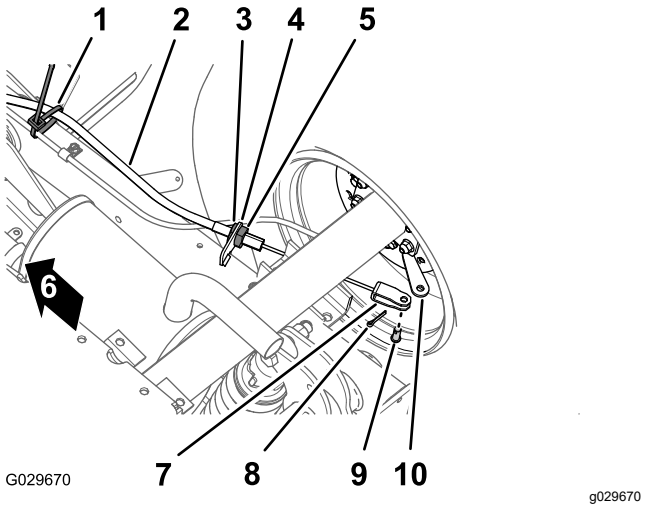

Figuur 44
1. Verwijder aan de onderkant van de machine de kabelklemband waarmee de kabel van de parkeerrem is bevestigd aan de leiding van de bedrijfsrem (Figuur 44).
2. Markeer de draairichting op de voorste contramoer voor de kabel van de parkeerrem (Figuur 44).
3. Zet de achterste contramoer los en verwijder de kabel van de beugel van de remkabel (Figuur 44).
4. Verwijder de borgpen en de gaffelpen waarmee de gaffel voor de kabel van de parkeerrem is bevestigd aan de remhendel en verwijder de kabel van de hendel (Figuur 44).
1. Leid de schroefregelaar van de kabel van de parkeerrem naar de beugel van de remkabel en de gaffel naar de remhendel (Figuur 44).
3. Lijn de schroefregelaar van de kabel van de parkeerrem uit met de beugel van de remkabel en zet de achterste contramoer vast (Figuur 44).